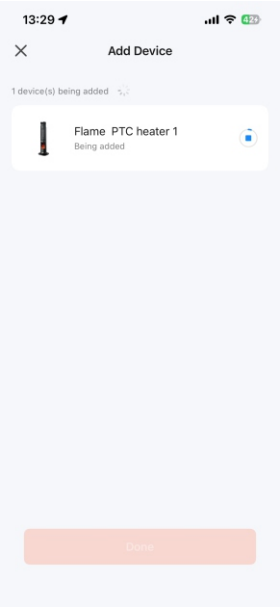

Imagen6
4) Espere a que la aplicación se conecte con el dispositivo, tal y como se muestra en la imagen 6.